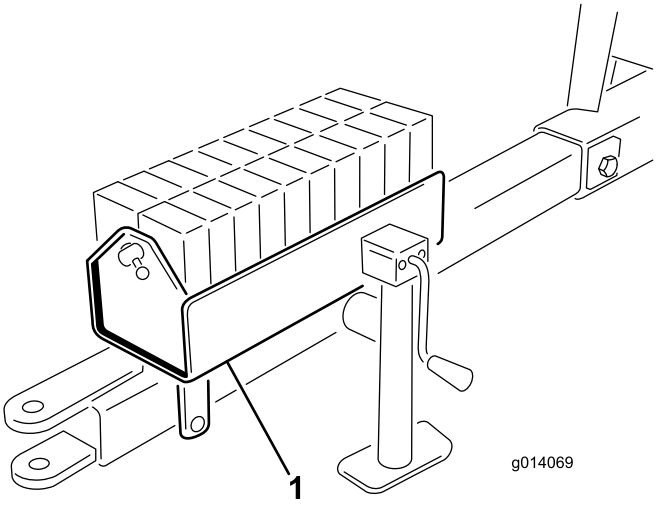

Figur 6
4. Monter vektkassen på festet med (2) 1/2 x 5–1/2 tommers bolter og låsemutre og stram til.
5. Fyll vektkassen med vektene og installer stangen og stiften (Figur 6).